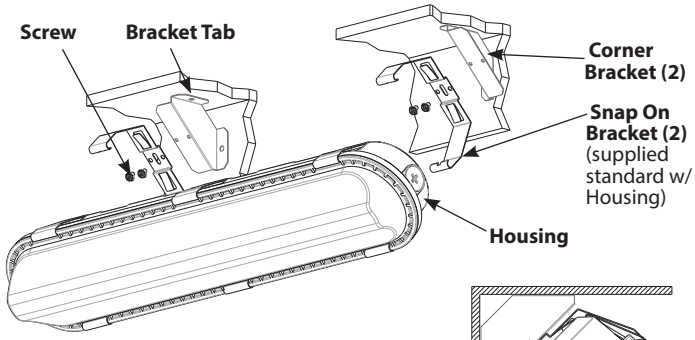

Fig. 8
(ordered separately) - Fig. 8 and 9
1. Use appropriate mounting hardware (not supplied) to secure the **Corner Bracket (2)** to mounting surface as shown in **Fig. 8. Bracket Tabs** must face towards each other. Recommended **Corner Bracket** distance center to center is 13-5/16" (for 2 feet) and 35-23/32" (for 4 feet).
2. Secure **Snap On Bracket (2)** (supplied standard with Housing) to **Corner Bracket (2)** with **Screws** provided as shown in **Fig. 8.**